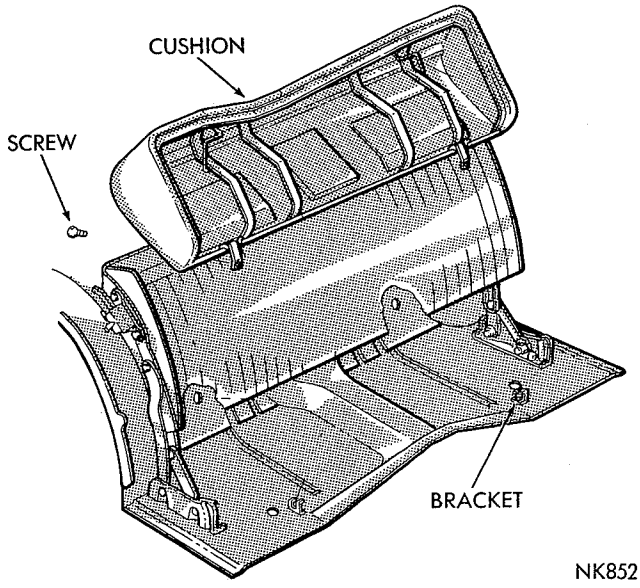

**Fig. 33—Second Seat Cushion**
(1) Raise rear floor hinged panel at rear of seat cushion assembly (Fig. 33) to expose seat cushion to floor pan atttaching screws.